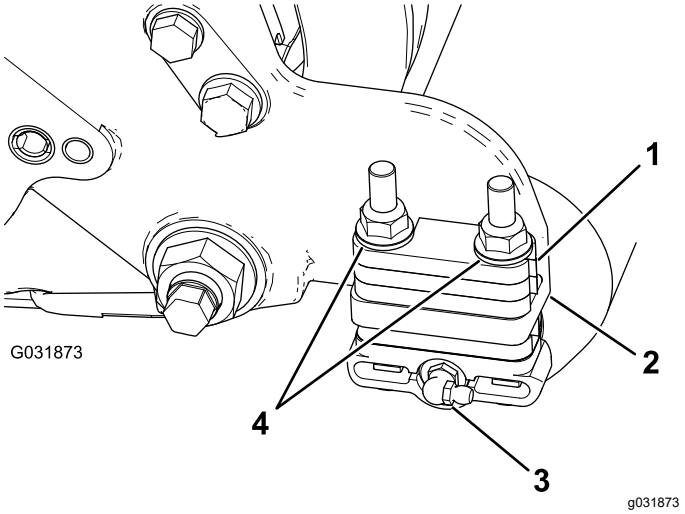

Figura 9
1. Rimuovete il raccordo d'ingrassaggio per il rullo dal lato dell'elemento di taglio provvisto di alloggiamento della spazzola per rulli (Figura 9).
3. Togliete i 2 dadi di bloccaggio flangiati fissando ogni staffa del rullo alle piastre laterali (Figura 9).